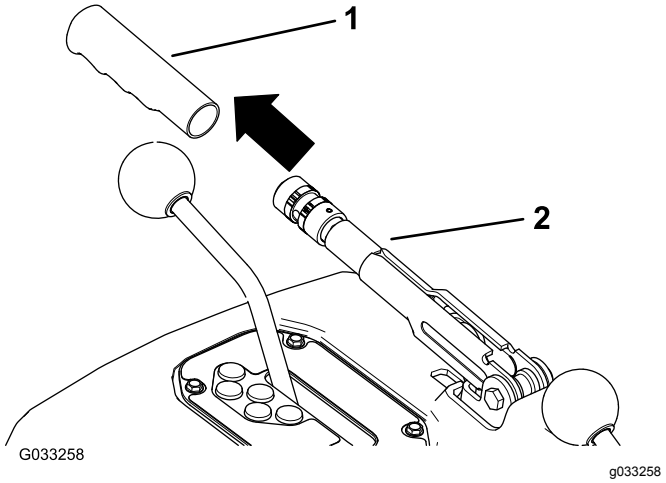

**Figur 74**
1. Fjern gummihåndtaket fra parkeringsbremsespaken (Figur 74).
5. Monter gummihåndtaket på parkeringsbremsespaken (Figur 74).